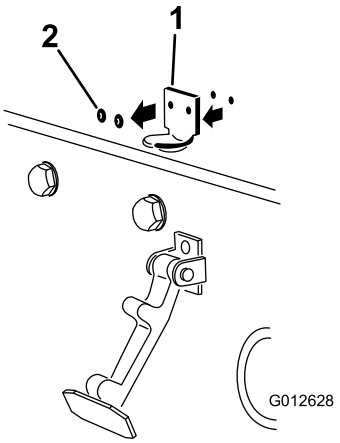

Figur 12
2. Ta bort de två nitarna som fäster motorhuvsspärrfästet på motorhuven (Figur 12). Ta bort motorhuvsspärrfästet från motorhuven.